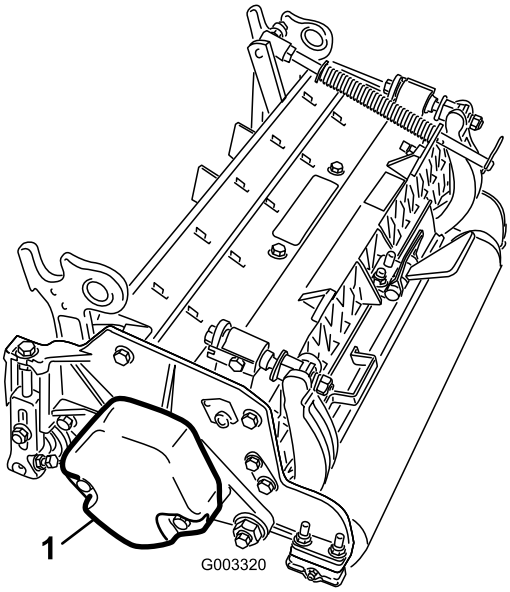

Figuur 4
4. Zorg ervoor dat het contragewicht (Figuur 4) wordt gemonteerd aan het juiste uiteinde van het maaidek volgens de instructies in de *Gebruikershandleiding* van het maaidek.